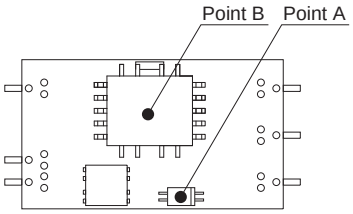

Fig.8.11 Temperature Measuring Points in the case of Forced Air Cooling
(3) Temperature Measuring Points in the case of Forced Air Cooling (1m/s)
① SU6
■In the case of forced air cooling, please have sufficient ventilation to keep the temperature of point A in Fig.8.11 at 95℃ or below and that of Point B at 115℃ or below.